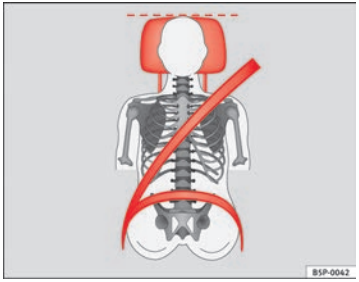

Fig. 12 Correct belt web and head restraint positions, viewed from front
- **The shoulder part of the seat belt must lie on the centre of the shoulder, never across the neck. The seat belt must lie flat and snugly on the torso ⇒ page 24, fig. 12.**